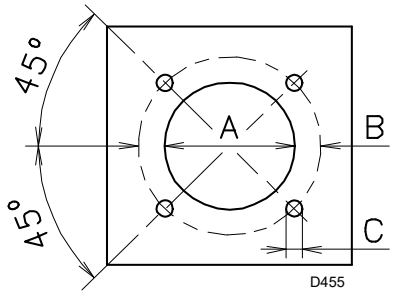

Fig. 11
Perforar la placa de cierre de la cámara de combustión como en la Fig. 11.
- ➤ Introducir todo el quemador en el orificio de la caldera, preparado anteriormente, como en la Fig. 11, y fijar con los tornillos suministrados.